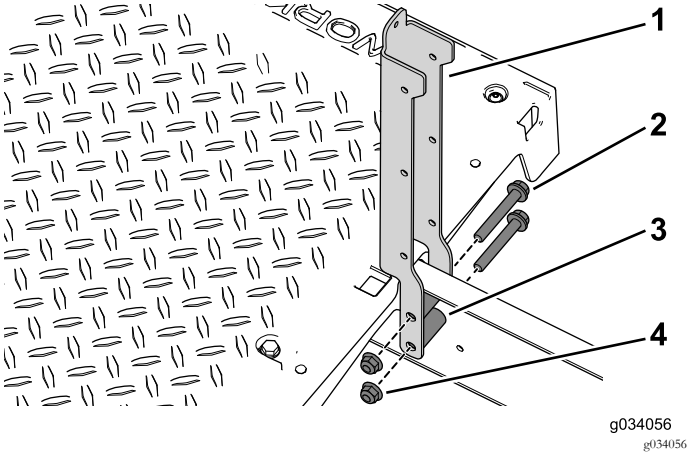

Figur 92
2. Fäst vänster och höger sätesstöd på maskinen med fyra flänsskruvar (3/8 x 2 1/2 tum), distansbrickor och flänsmuttrar (Figur 92).